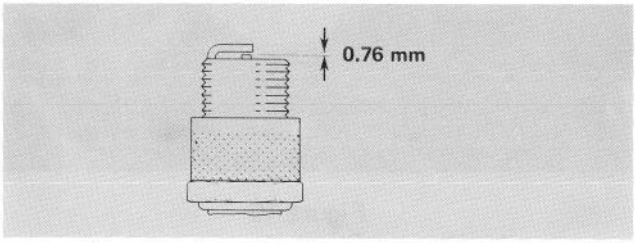

Figure 21
2. Set air gap between electrodes at 0.76 mm (Fig. 21). Install the spark plug with gasket seal and tighten plug to 20.4 N·m. If torque wrench is not used, tighten plug firmly.